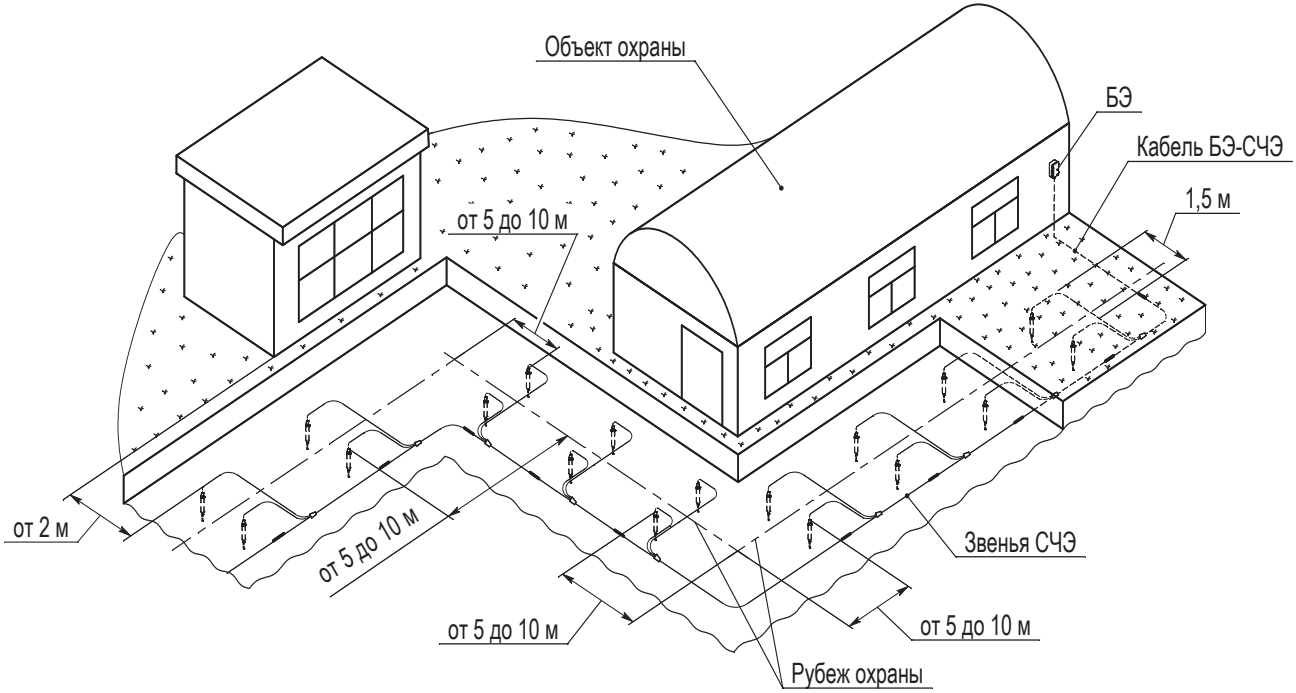

Рисунок 1.6 – Вариант установки изделия вокруг объекта охраны
– протяженных участков длиной от 20 до 250 м каждый (для параметра «ОХРАНА» задано значение «РУБЕЖ»). При установке звеньев СЧЭ вокруг объекта охраны сейсмоприемники соседних звеньев СЧЭ располагать на равноудаленном расстоянии от поворота рубежа охраны (рисунок 1.6);